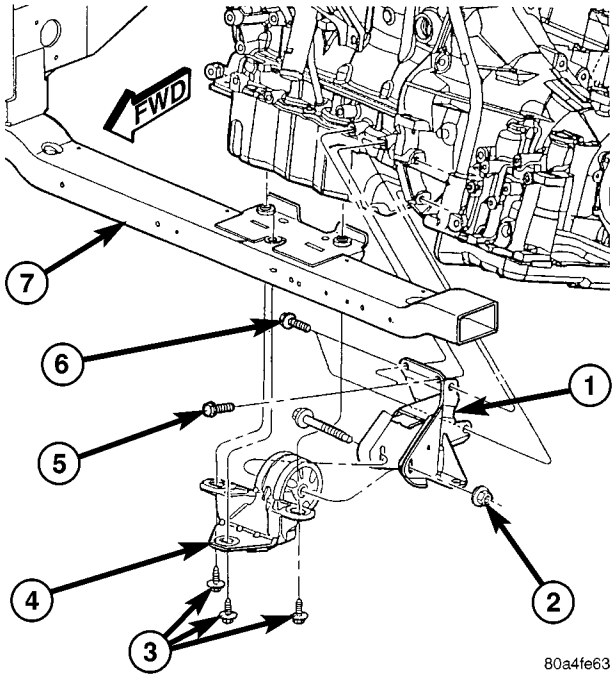

Fig. 79 Front Mount and Bracket
(1) Raise vehicle on hoist.
(2) Remove the front engine mount through bolt from the insulator (Fig. 79).
(3) Remove the engine front mount bolts and remove the insulator assembly (Fig. 79).
(4) Remove the front mounting bracket from engine, if necessary (Fig. 79).
(1) Install the front mount bracket to engine, if removed (Fig. 79).
(2) Install the insulator mount assembly (Fig. 79).
(3) Install the front engine mount through bolt to the insulator (Fig. 79).
(4) Lower the vehicle.
(1) Raise the vehicle on hoist.
(2) Remove the left front wheel.
(3) Remove the left mount through bolt access cover.
(4) Support the transaxle with a suitable jack.
(5) Remove the engine front mount through bolt to allow left mount removal clearance (Fig. 79).
(4) Install left mount through bolt access cover.
(5) Install front mount through bolt (Fig. 79).
(6) Install left front wheel.
(7) Lower vehicle.